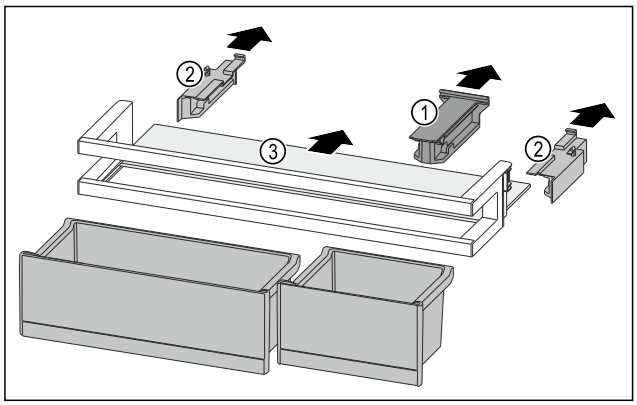

Fig. 180
▶ Desprindeți piesa de susținere *Fig. 180 (1)*.
▶ Desprindeți piesele laterale *Fig. 180 (2)*.
▶ Extrageți raftul *Fig. 180 (3)*.